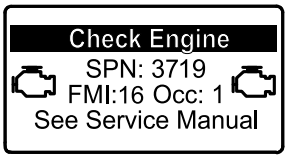

**Figur 27**
- Om en parkerad regenerering krävs visar InfoCenter motorvarning SPN 3719, FMI 16 (Figur 27) och motorns dator minskar motoreffekten till 85 %.